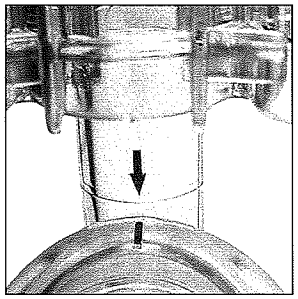
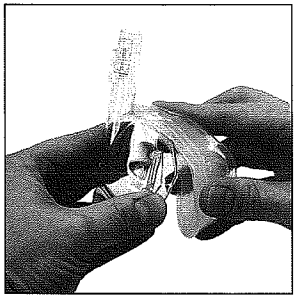
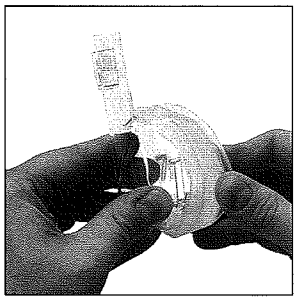

Figure 8
Figure 9
Figure 10
- Replace the mask cushion (1) onto the mask body (2) by first aligning the alignment mark on the top of the cushion with the alignment arrow on the mask body, **Figure 8**. Next, push the top area of the mask cushion onto the mask body, **Figure 9**. Continue attaching the cushion to the mask body along the sides and bottom until the cushion is completely secured, **Figure 10**. If necessary, adjust the position of the cushion to eliminate any wrinkles in the cushion.